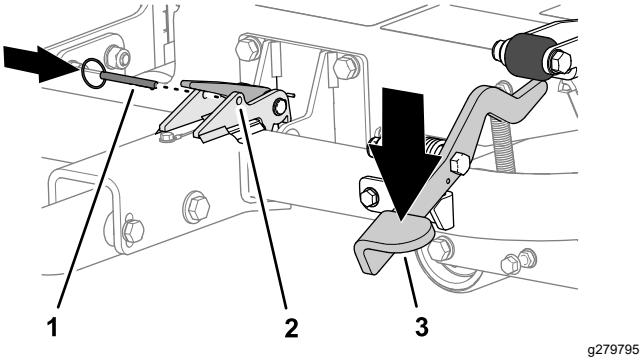

Figur 20
3. Træd på bugsertrækpedalen, indtil bugsertrækket låser på plads (Figur 20).
4. Før låsepinden ind igennem hullerne i låsen (Figur 20).